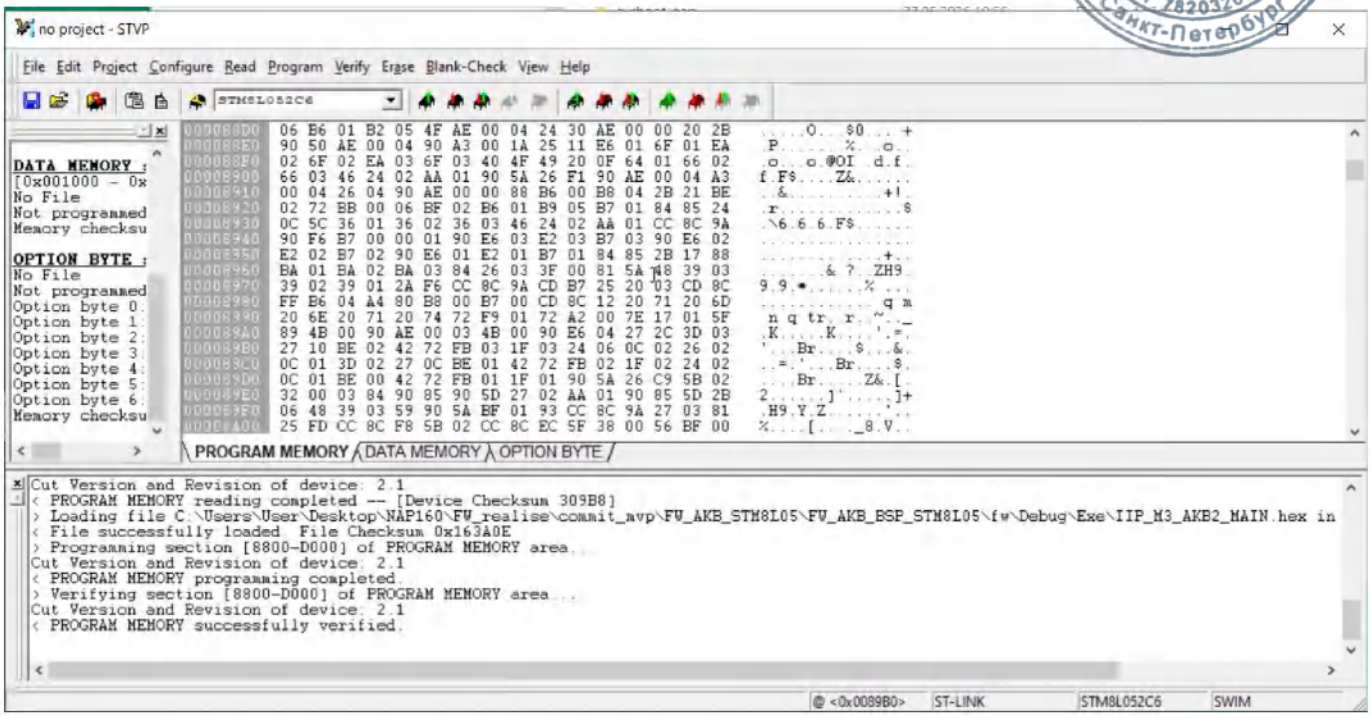

Рисунок 64
5.3.14 При успешной загрузке в нижней части окна на вкладке PROGRAM MEMORY появится соответствующее сообщение (Рисунок 64).